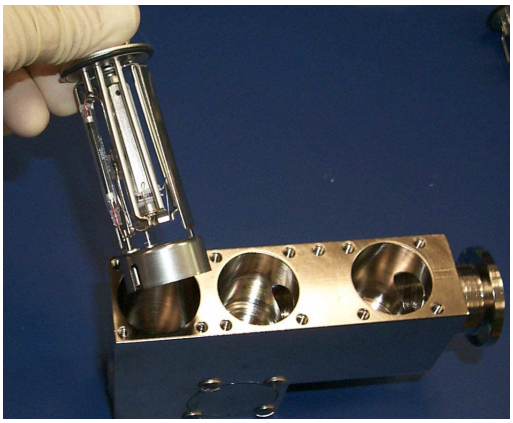

Figure 5-36 Removal of Preamplifier
4. Carefully remove the preamplifier from the spectrometer tube body (Figure 5-36) and place it carefully on a clean surface.